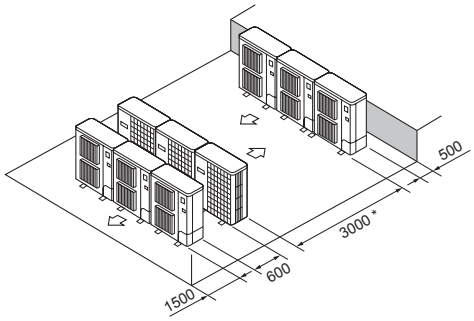

Fig. 2-18
(6) Disposition pour plusieurs appareils parallèles (Fig. 2-18)